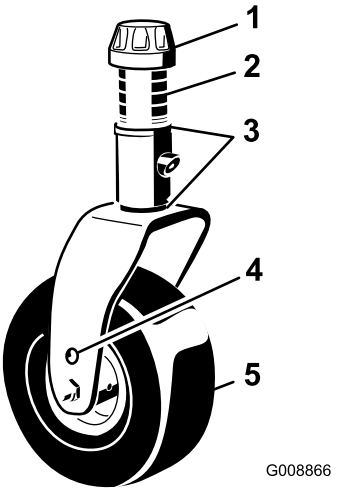

Figuur 26
3. Stel de opvulstukken (3 mm) op de voorste zwenkwielvork(en) in naargelang de maaihoogtesticker (Figuur 26); zie Schuinstand van het maaidek afstellen (bladz. 58).